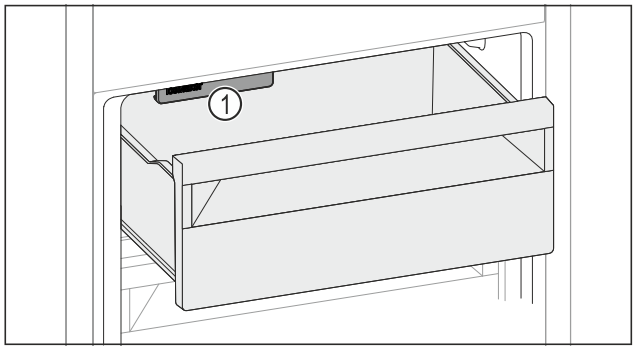

Fig. 217
▶ Watch out for the IceMaker *Fig. 217 (1)*.